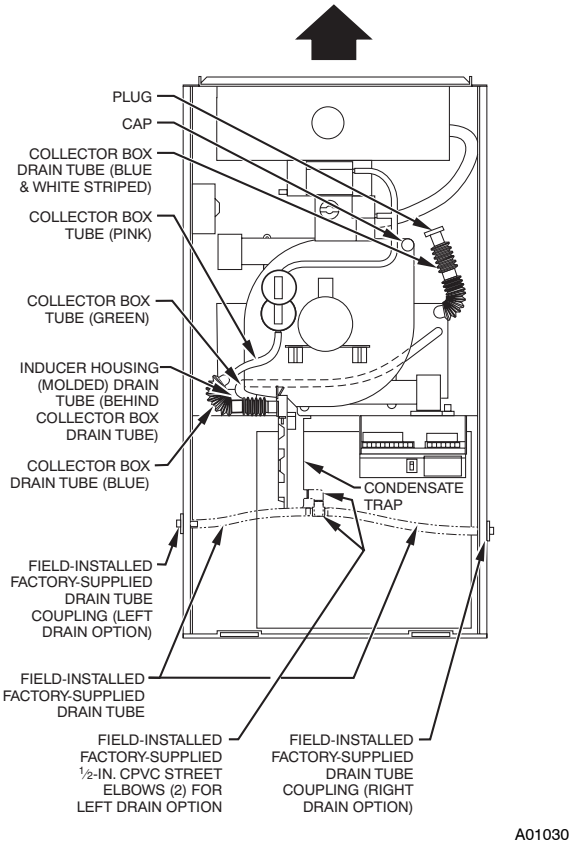

**Fig. 6 - Factory-Shipped Upflow Tube Configuration (Shown with Blower Access Panel Removed)**
Some assembly and modifications are required for furnaces installed in any of the 4 applications shown in Fig. 1. All drain and pressure tubes are connected as shown in Fig. 6. See appropriate application instructions for these procedures.
**NOTE**: See Fig.6 or tube routing label on main furnace door to confirm location of these tubes.
j. Cement 2 factory-supplied 1/2-in. street CPVC elbows to the rigid drain tube connection on the condensate trap. (See Fig. 6.) These elbows must be cemented together and cemented to condensate trap drain connection.
**NOTE**: See Fig.6 or 7 or tube routing label on main furnace door to check for proper connections.